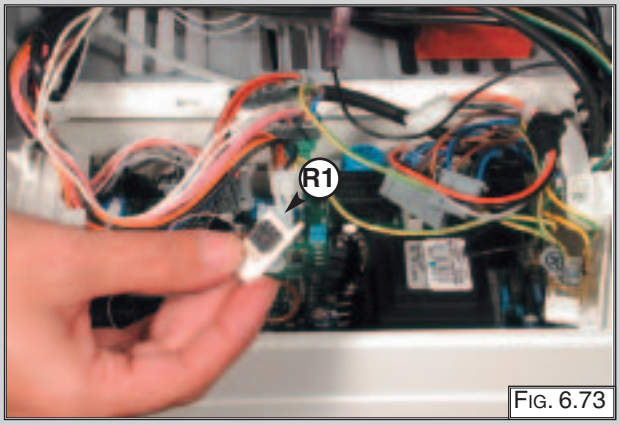

Fig. 6.73
4. Carefully unplug the EEPROM key “R1” (Fig. 6.73);